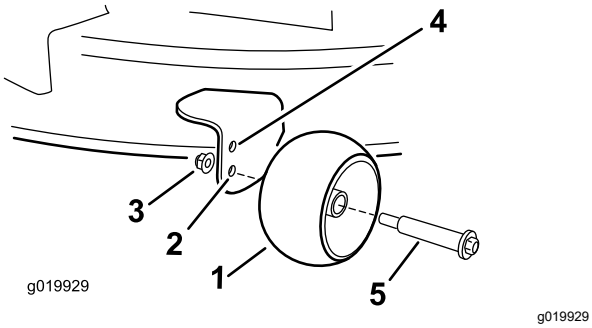

Figur 30
- Øvre hull – bruk denne posisjonen sammen med klippeenheten i posisjonene på 63 mm og under klippehøyde (Figur 30).
- Nedre hull – bruk denne posisjonen sammen med klippeenheten i posisjonene på 76 mm og over klippehøyde (Figur 30).